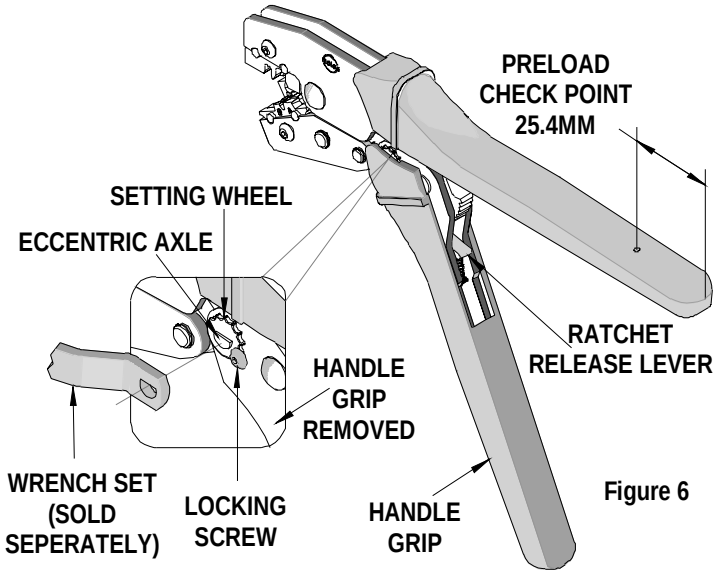

Figure 6
3. Make certain all pins; pivot points and bearing surfaces are protected with a thin coat of high quality machine oil. Do not oil excessively. The 63811-3200 was engineered for durability but like any fine piece of equipment it needs cleaning and lubrication for a maximum service life of trouble free crimping. Light oil such as 30 weights automotive oil used at the oil points shown in Figure 6, every 5,000 crimps or 3 months, will significantly enhance the tool life.
Should this tool ever become stuck or jammed in a partially closed position, **Do Not** force the handles open or closed. The tool will open easily by pressing the ratchet release lever (See Figure 6).
How to Adjust Tool Preload (See Figure 6)